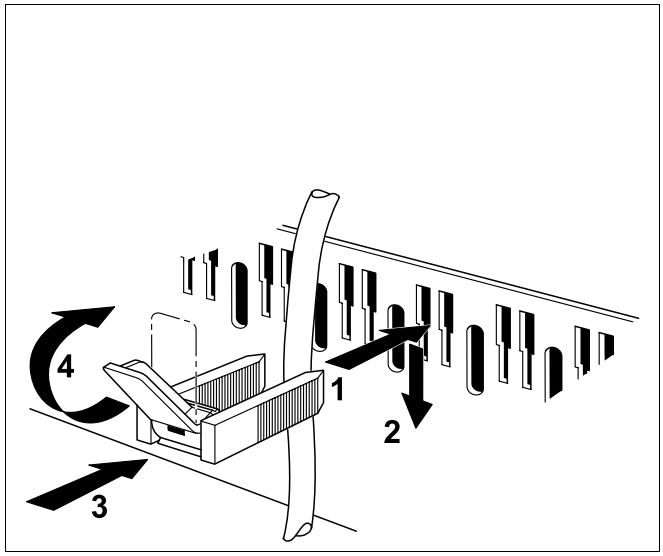

Afb. 66 Beveilig de leiding met kabelklemmen
- Beveilig alle leidingen met kabelklemmen (afb. 66):
– Plaats de kabelklem met de ingelegde leiding langs boven in de sleuf van het klemmenframe (afb. 66) ; de hendel moet daarbij naar boven wijzen (afb. 66, stap **1**).
– Schuif de kabelklem naar onder (afb. 66, stap **2**).
– Druk tegen (afb. 66, stap **3**).
– Kantel de hendel naar boven (afb. 66, stap **4**).